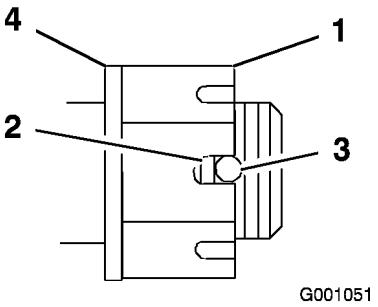

Figur 48
4. Dra åt spårmuttern till ett moment på 170 Nm (Figur 48).
5. Kontrollera avståndet från spårets botten i muttern till hålets innerkant. Högst två gängor ska synas (Figur 48).
7. Dra åt spårmuttern till ett moment på 170 Nm (Figur 48).
8. Dra åt muttern tills nästa uppsättning spår är i linje med hålet i axeln (Figur 48).